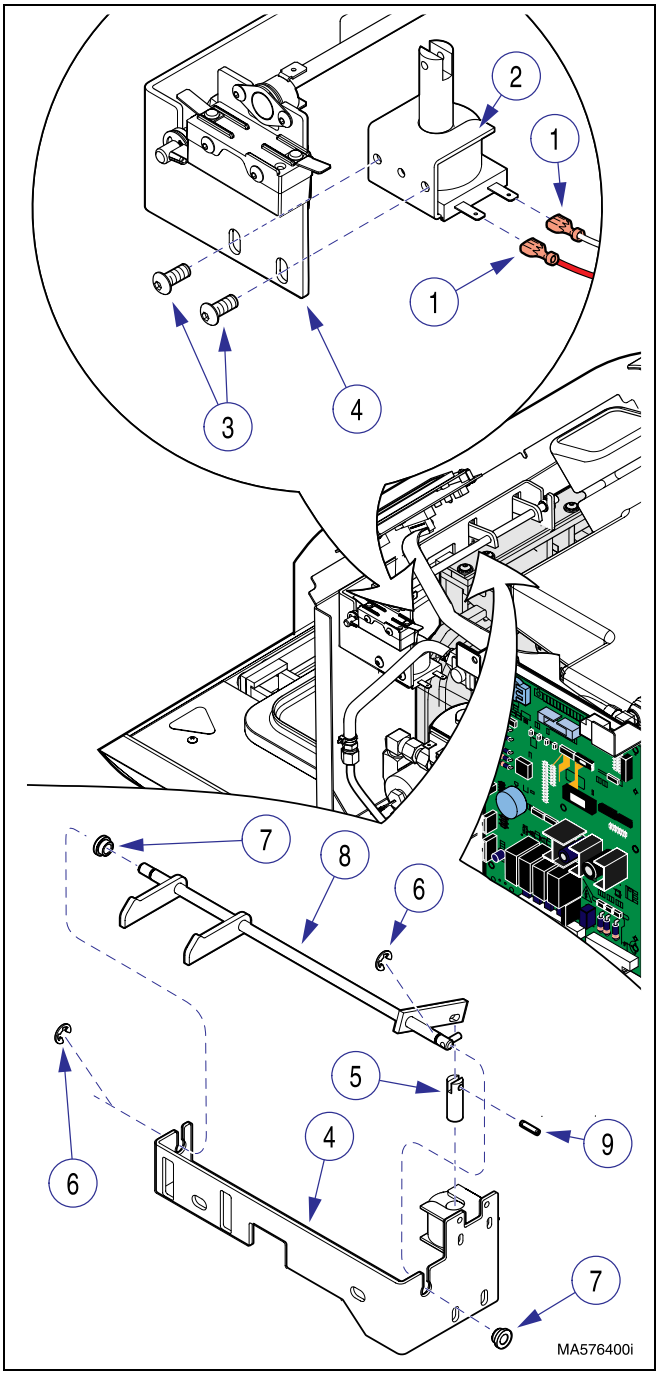

Figure 4-21. Door Pulse Solenoid
(1) Unplug power cord from outlet receptacle.
(2) Remove R.H. side panel (Refer to para 4.2).
(3) Tag and disconnect two wires (1, Figure 4-21) from terminals of pulse solenoid (2).
(4) Remove two screws (3) and pulse solenoid (2) from open door bracket (4).
Perform steps 1 thru 4 only if plunger (5, Figure 4-21) is being replaced.
(1) Using a 3/32 in. pin punch, install plunger (5, Figure 4-21) on latch pivot weldment (8) and secure with roll pin (9).
(2) Position latch pivot weldment (8) on open door bracket (4); then gently tap bushings (7) into place using a hammer and punch.